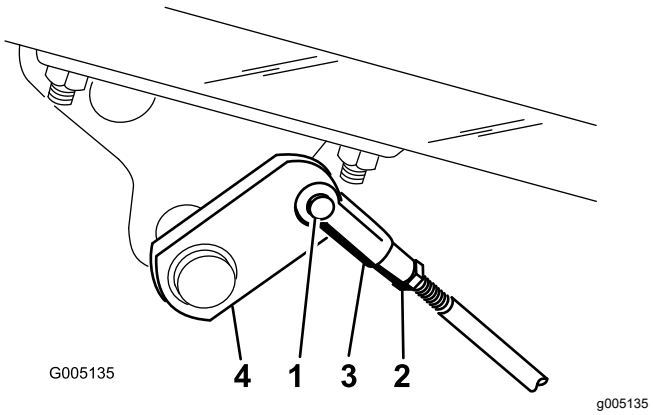

Figure 51
A. Disconnect the brake rods by removing the cotter pin and clevis pin (Figure 51).
B. Loosen the jam nut and adjust the clevis accordingly (Figure 51).
C. Assemble the clevis to the brake shaft (Figure 51).